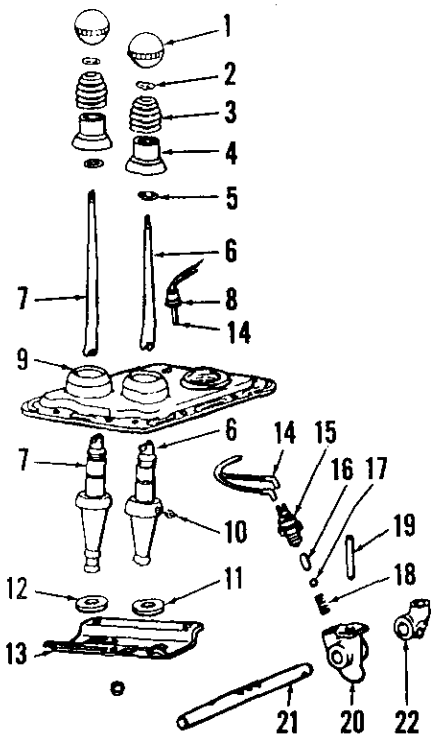
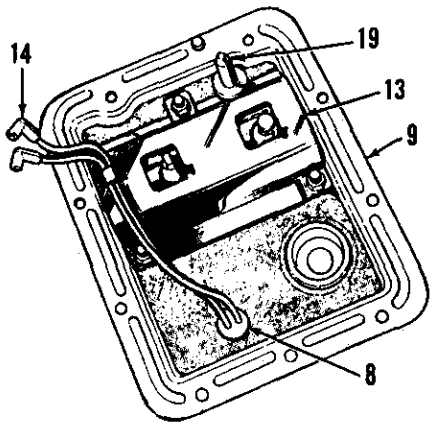

Fig. 186–Exploded view of shift cover and associated parts used on six speed transmission.
Fig. 189–Assembled view of transmission top cover as viewed from bottom. Refer to Fig. 186 for parts identification.
Fig. 188–Installed view of safety switch, shift rails and associated parts. Positioning dowel (19) is pressed into top cover and enters locating hole in retainer (20). Refer to Fig. 186 for parts identification and to Fig. 189 for assembled view of cover.